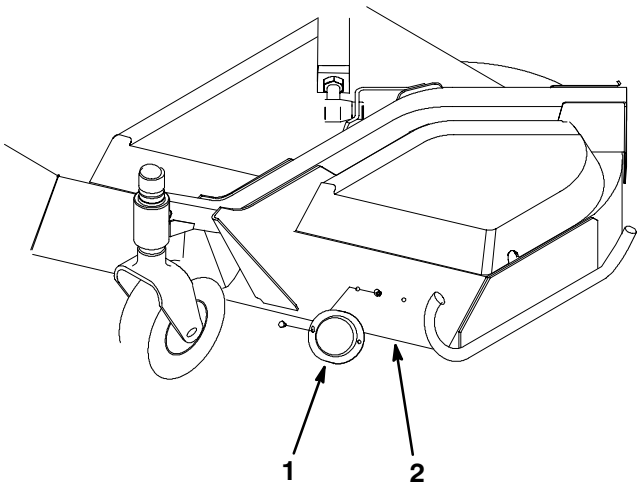

Figure 16
1. Position the 3” (76 mm) amber reflector on left front of deck (Fig. 16).
2. Locate, mark and drill two 1/4” (6 mm) reflector mounting holes in deck (Fig. 16).
3. Fasten amber reflector to deck using 6 mm x 16 mm hex head bolts and nuts (Fig. 16).